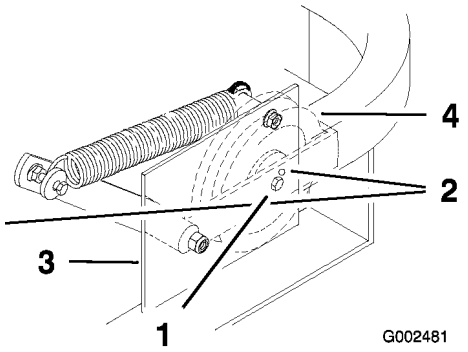

Figur 55
Viktigt: Kontrollera att remmen är monterad i både den främre och bakre remstyrningen (Figur 55).
4. Kontrollera remspänningen. Den fjäderbelastade remskivans mittbult måste vara nära det övre rikthålet i den vänstra stödplattan (Figur 55).